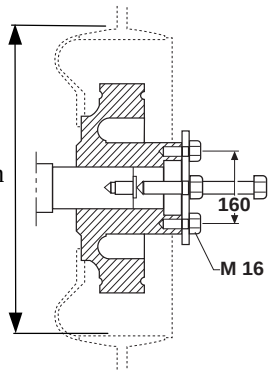

**Fig. 8**
6. Open the bolted joint (24, 25, 33) and lift away the end cover (34) together with the diaphragm (32).
7. Remove the screw (31), washer (30) and disc (29).
8. Fit a wheel puller to the hub as shown in figure 7 for hub diameters 500 and 630 and figure 8 for hub diameter 800. Remove the impeller.